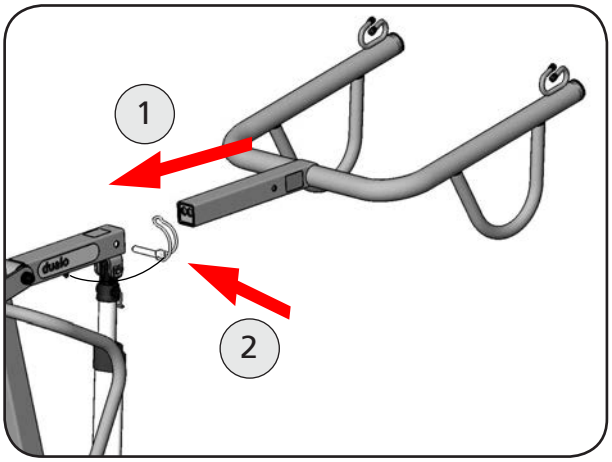

Abbildung 42
3. Stecken Sie den Hebearm aktiv in die Hebearmaufnahme (Abbildung 42).
4. Sichern Sie den Hebearm aktiv mit dem Rohrklappstecker (Abbildung 42).